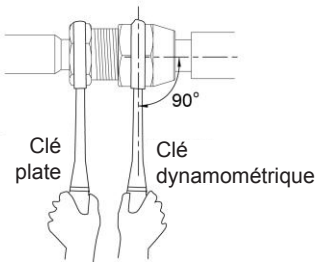

Fig. 16
(3) Serrez fermement l'écrou d'évasement à l'aide d'une clé dynamométrique jusqu'à ce que la clé émette un clic. (Maintenez la poignée de la clé et placez-la à angle droit par rapport au tuyau. Comme indiqué sur la Fig.16.)
(4) Enroulez le tuyau de raccordement dénudé et le raccord avec de l'éponge. Serrez ensuite l'éponge fermement avec du ruban plastique.
(5) Le tuyau de raccordement doit être maintenu par un support plutôt que par l'unité.
(6) L'angle de cintrage des tuyaux ne doit pas être trop petit ; sinon vous risquez de les casser. Veuillez utiliser une cintreuse de tuyaux pour les plier.
(7) Lors du branchement de l'UI au tuyau de raccordement, ne tirez pas trop fort sur les gros et les petits joints de l'UI si le capillaire ou d'autres tuyaux présentent des fissures et des fuites.